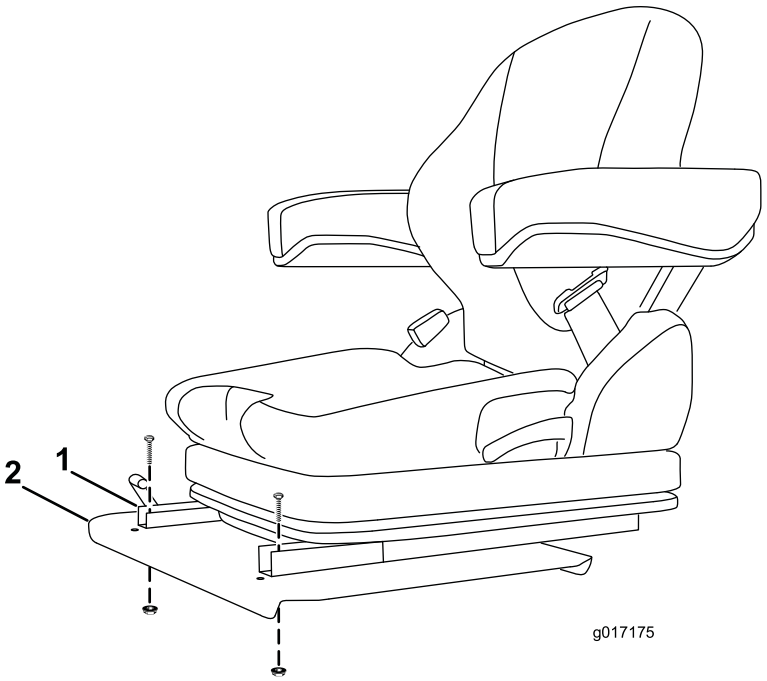

Figur 5
2. Montera framdelen på varje sätesskena på sätessockeln med en skruv och flänsmutter (Figur 5).